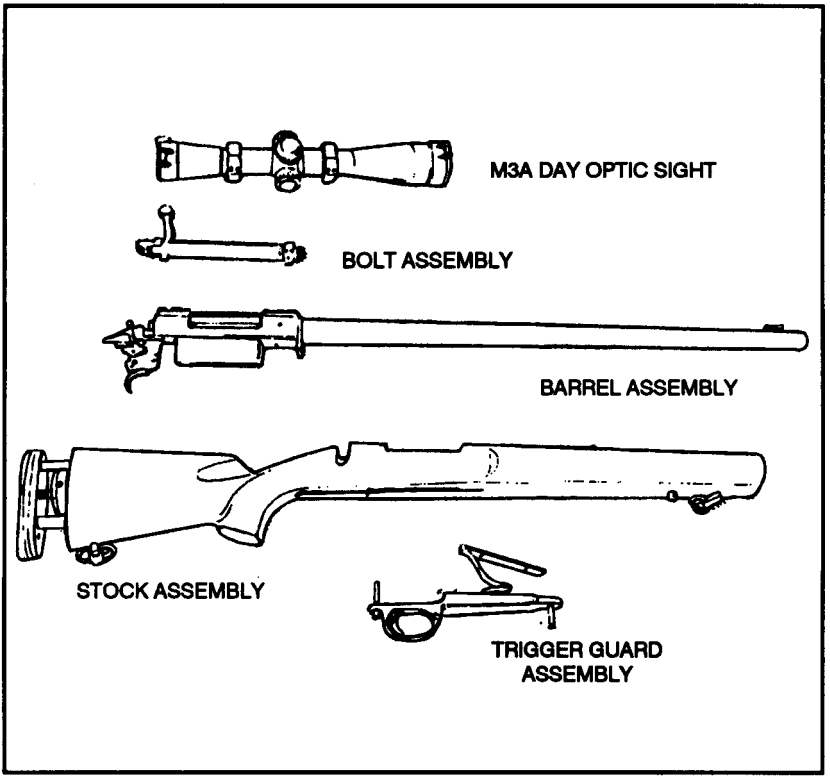

Figure 2-16. Disassembled weapon.
f. Lift the stock assembly from the barrel assembly (Figure 2-16).